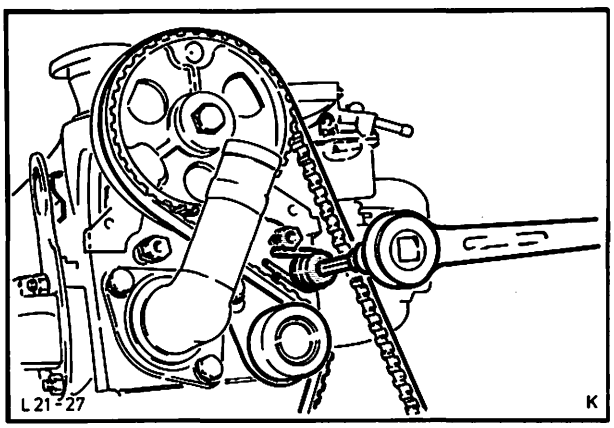

Abb. 262 Zahnriemenspanner mit Spezialwerkzeug 21-012 lösen
3. Schraube Zahnriemenrad-Nockenwelle herausdrehen. Zahnriemenspanner mit Spezialwerkzeug 21-012 lösen (1 Schraube, 1 Spezialschraube), Abb. 262, gegen Federdruck andrücken und wieder festziehen. Zahnriemen vom Zahnriemenrad-Nockenwelle abnehmen.